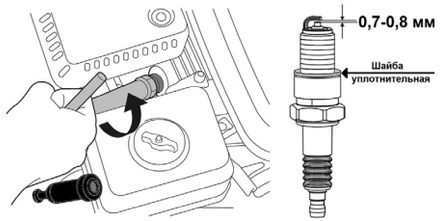

Рис. 19 Обслуживание свечи зажигания
1. Снимите со свечи зажигания колпачок высоковольтного провода и удалите грязь вокруг свечи зажигания (Рис. 19).
4. Измерьте зазор между электродами свечи зажигания специальным щупом. Зазор должен быть 0,7-0,8 мм (Рис. 19). При необходимости, произведите регулировку зазора.